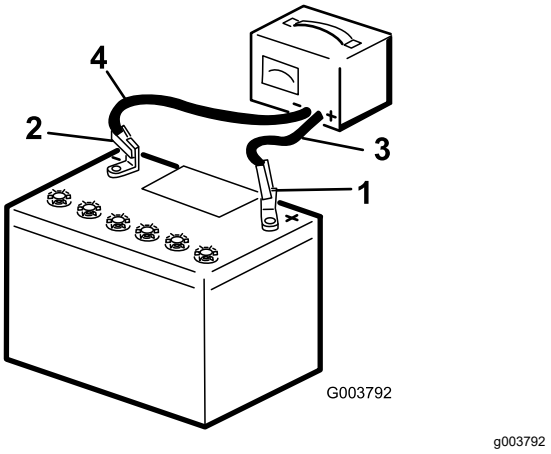

Figur 42
2. Ladda batteriet med 3–4 A under 4–8 timmar (Figur 42). Överladda inte batteriet.
3. När batteriet är fulladdat ska laddaren kopplas bort från eluttaget, och sedan ska laddningskablarna kopplas bort från batteripolerna (Figur 42).